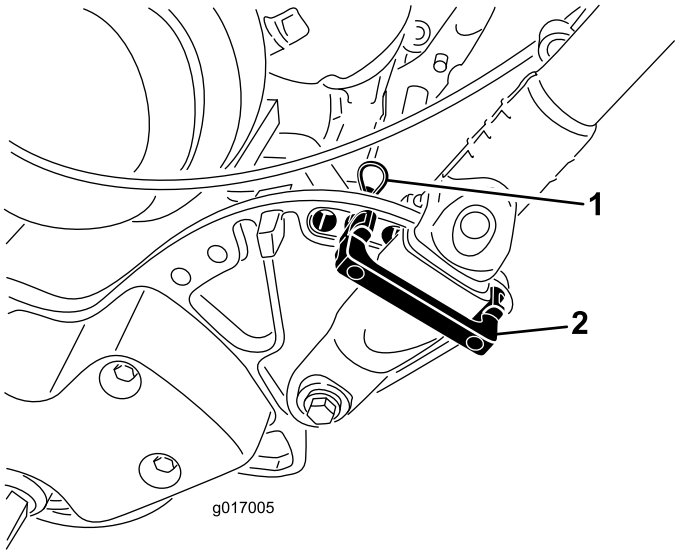

Figur 24
1. Fjern låseclipsene fra håndtagsholderne på hver side af plæneklipperen (Figur 24).
2. Fjern låseclipsene fra hver side, mens du understøtter håndtaget, og drej håndtaget til den ønskede betjeningsposition (Figur 24).